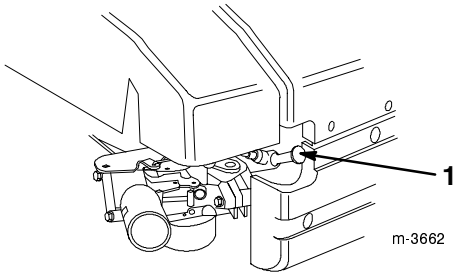

Bild 13
1. Stecken Sie den Zündkerzenstecker wieder auf die Zündkerze auf (Bild 13).